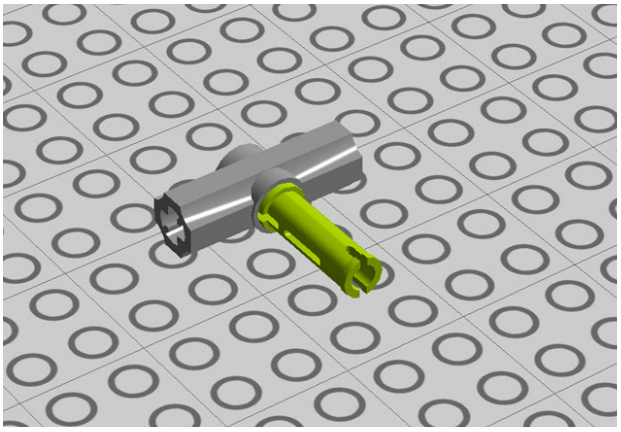

Figure 1-31. *Step 27: Connecting the peg to the angle element*
27. Connect a 3M peg to a 180-degree angle element, as shown in Figure 1-31.